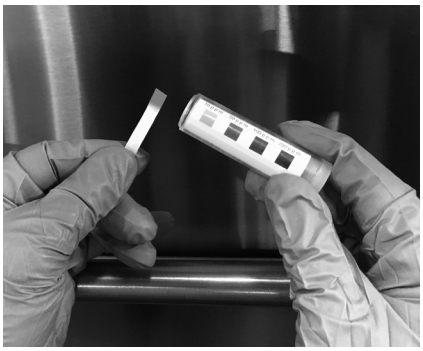

Fig. 11
3. Comparez la bandelette d'essai à l'échelle d'essai fournie avec votre trousse d'essai (Fig. 11). Si le niveau de l'agent assainissant est en dehors des limites (c'est-à-dire inférieur à 50 ppm ou supérieur à 100 ppm), ajustez le dosage. Reportez-vous à la section Programmation de la pompe à produits chimiques (page 15), pour les instructions de réglage, ou contactez votre fournisseur de produits chimiques.